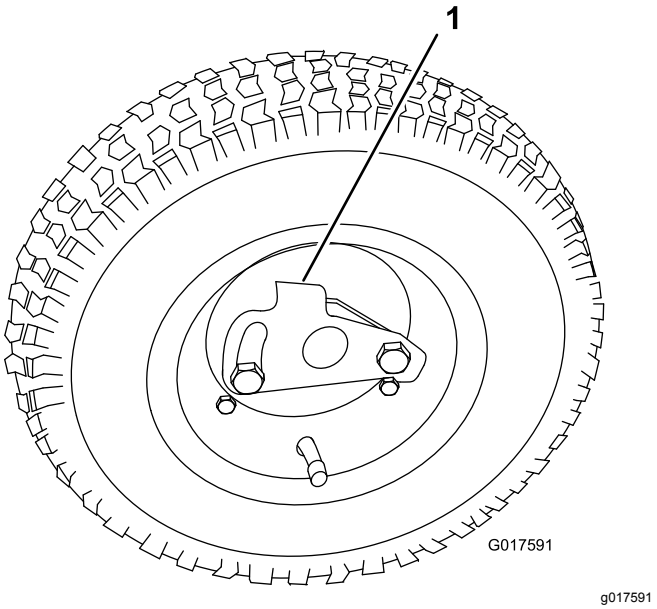

**Rysunek 19**
2. Naciśnij zacisk blokady koła w kierunku środka koła i zsuń koło na wałek sześciokątny (Rysunek 19).